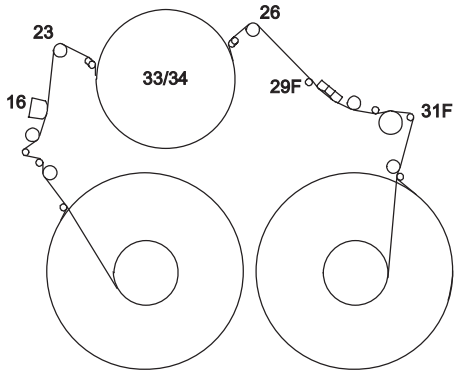

Fig. 22
– Umlenkrolle des linken (Pos. 23, Fig. 22) und rechten (Pos. 26, Fig. 22) Fädelschlittens mit dem Einstellschraubendreher so einstellen, daß die Amplitude der FM-Pakete maximal und geradlinig ist.
– Adjust the reverse roller of the left (Pos. 23, Fig. 22) and right (Pos. 26, Fig. 22) threading roller unit to obtain the maximum amplitude of the FM-packages with straight-lined envelope.
– Mit dem Tentelometer den Bandzug zwischen Hauptlöschkopf (Fig. 22, Pos. 16) und der Umlenkrolle (Fig. 22, Pos. 23) messen (dazu den Hauptlöschkopf nach links drücken).
– Measure the tape tension between the full-track erase head (Fig. 22, Pos. 16) and the reverse roller (Fig. 22, Pos. 23) by means of the tentelometer (for this press the full-track erase head to the left).